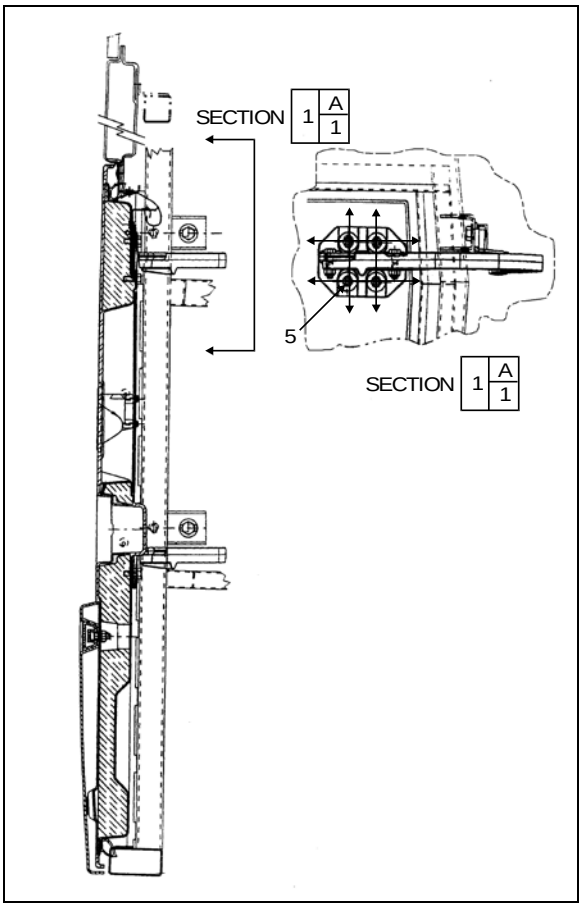

FIGURE 72: FRONT SERVICE DOOR 18195
7. Loosen screws (5, Figure 72) to allow the door to be shifted "UP or DOWN".